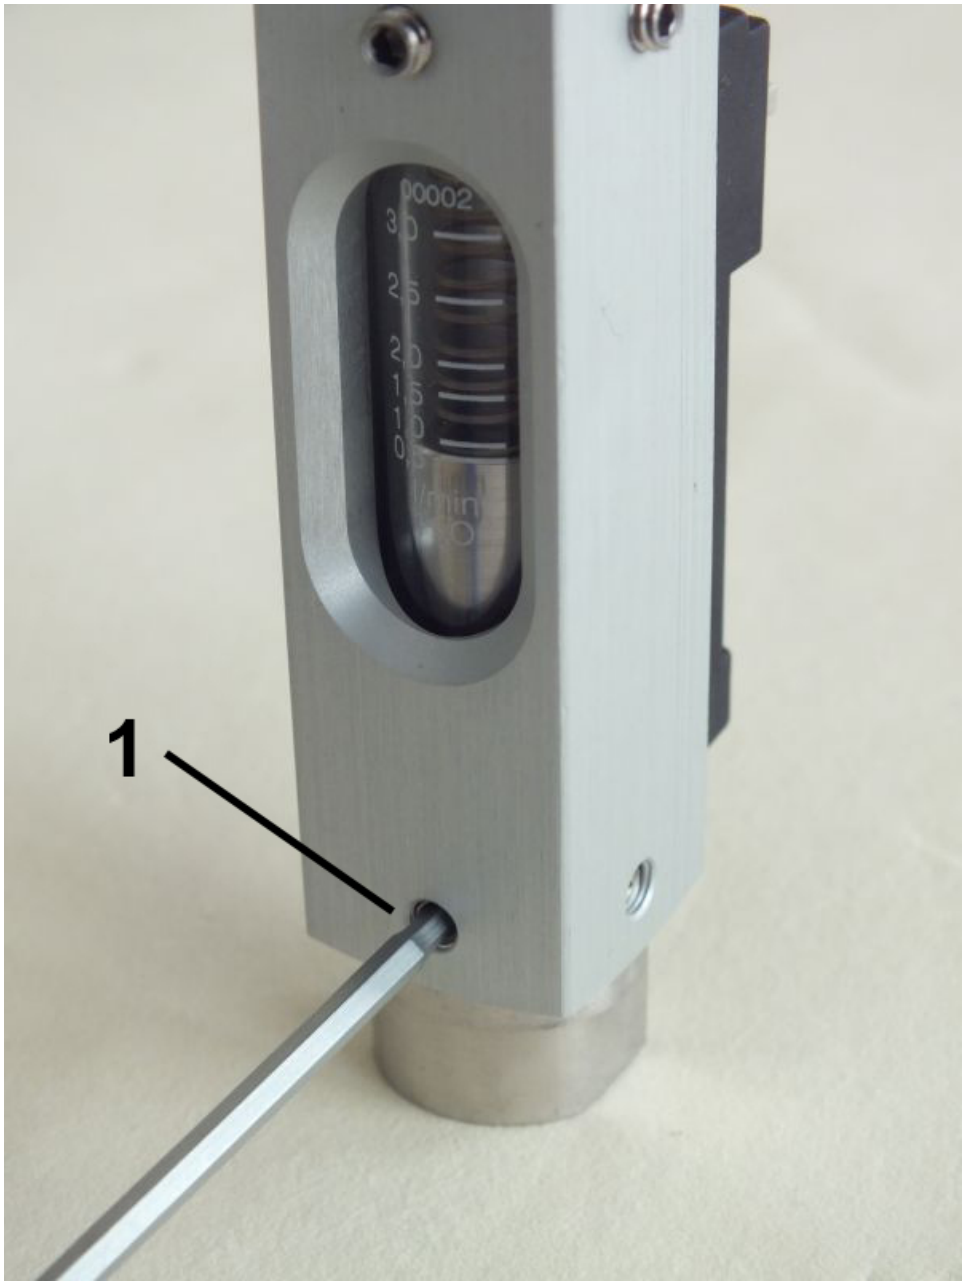

Fig. 47: Secure the process connection (inlet)
9. Secure the inlet process connection to the device housing with 4 hex socket screws (*Fig. 47*/1) observing the proper torque. (➥ *Chapter 11.1 “Tightening torque” on page 84*)